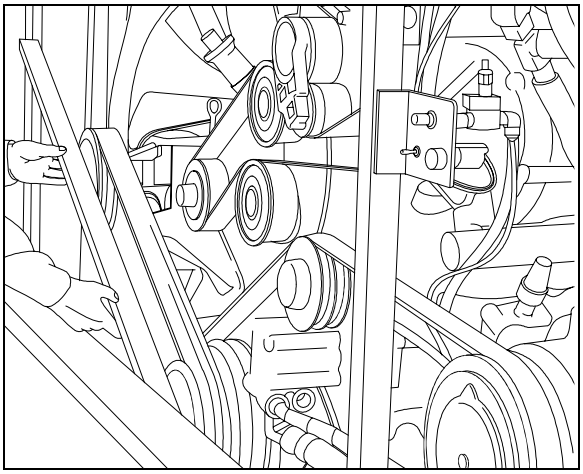

FIGURE 17: PULLEYS ALIGNMENT 05064
3. Using a straight edge, align the 3"V"pulley on gearbox central shaft pulley with engine pulley, while taking pulleys outer edge thickness under consideration i.e. 3"V"pulley's outer edge is thicker than that of engine pulley's (Fig. 17).